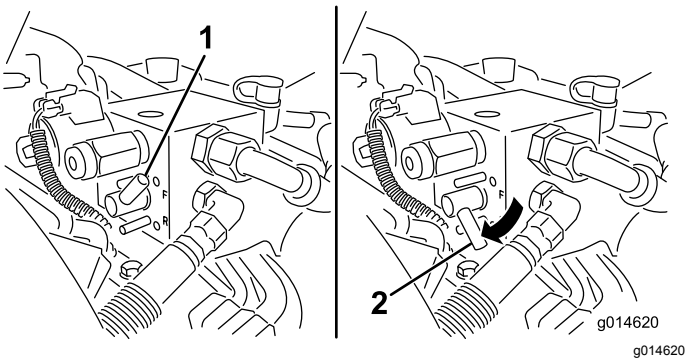

Rysunek 51
5. Ustaw dźwignię ostrzenia w położeniu OBROTÓW WSTECZNYCH (R) (Rysunek 51).